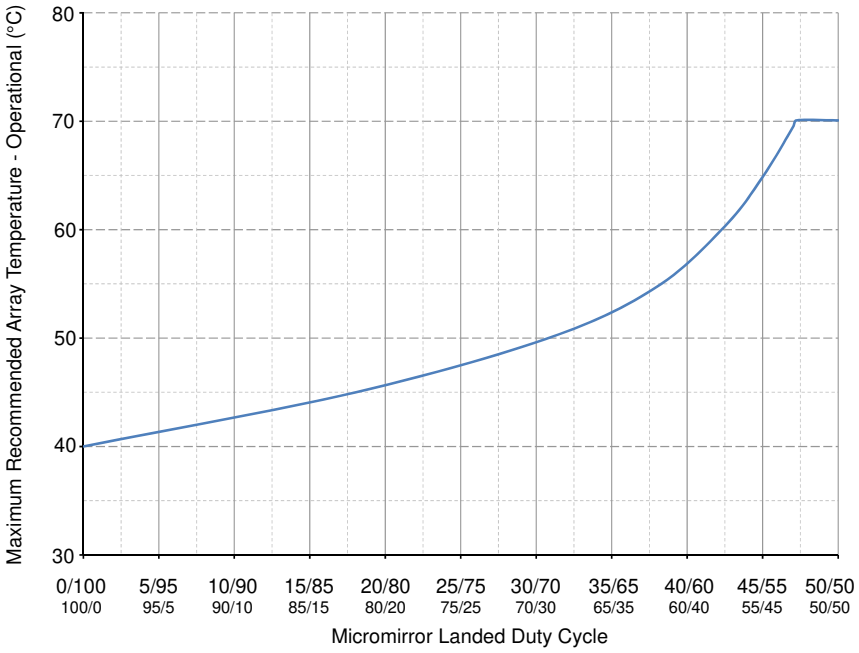
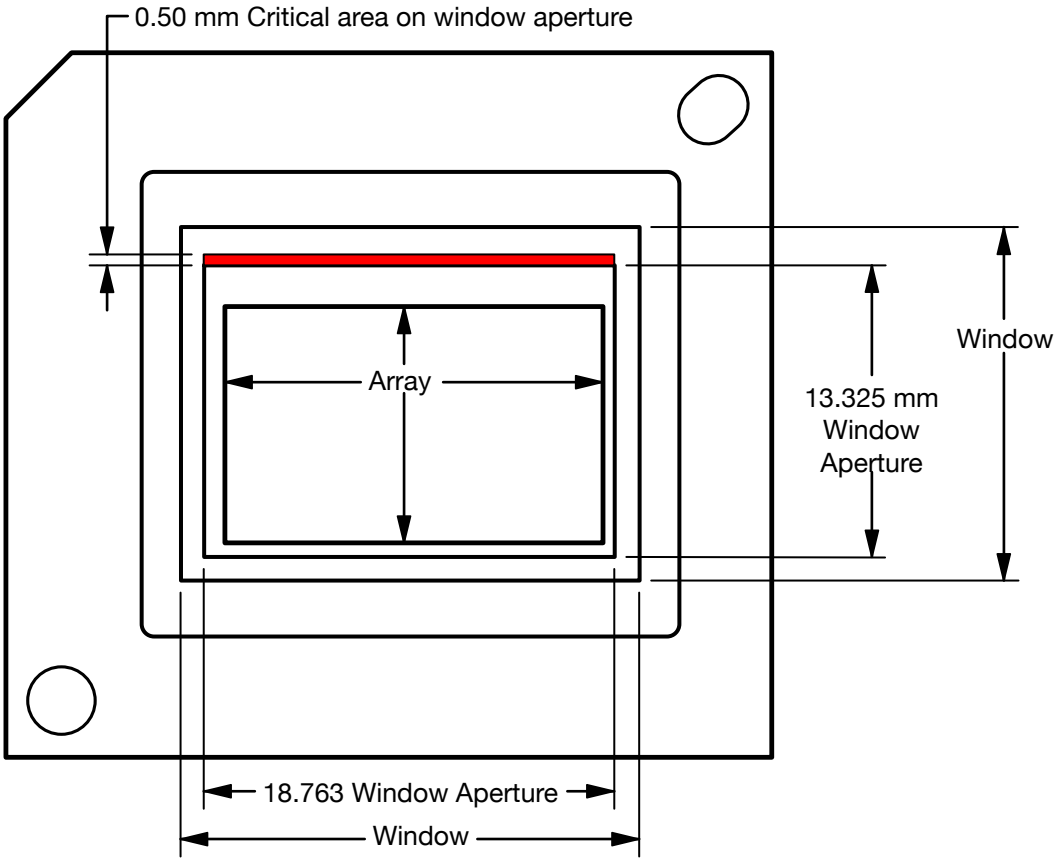

図 5-1. 推奨最大アレイ温度—ディレーティング曲線
図 5-2. イルミネーション オーバーフィル ダイアグラム - クリティカル エリア
(10) 図 5-1 に示すように、最大動作アレイ温度は、最終アプリケーションにおいて DMD が受けるマイクロミラーの着地デューティ サイクルに基づいてディレーティングする必要があります。マイクロミラーのランデッド デューティ サイクルの定義については、「*マイクロミラーのランデッド オン / ランデッド オフ デューティ サイクル*」を参照してください。
(11) 短期は、デバイスの有効寿命全体にわたる合計累積時間です。
(12) デバイスが「高温の露点温度範囲」にない経時的な平均値 (保存や動作を含む)。
(13) 保存時および動作時の高温範囲で露点温度への曝露は、CT_{ELR} の合計累積時間未満に制限されます。
(14) 図 5-2 で定義されている領域に適用されます
(15) DMD のアクティブ領域は、DMD デバイス アセンブリの構造を通常の視界から覆い隠す、DMD ウィンドウ面の内側にある開口部で囲まれています。 開口部は、いくつかの光学条件を想定した大きさになっています。アクティブ アレイの外側を照らすオーバーフィル光は散乱し、DMD を使用する最終アプリケーションの性能に悪影響を及ぼす可能性があります。アクティブ アレイの外部に入射する光の光束を最小限に抑えることが、照明光学システムの設計要件となっています。システムの光学アーキテクチャとアセンブリ許容誤差によっては、アクティブ アレイの外側のオーバーフィル光量がシステム性能の劣化を引き起こす可能性があります。
(16) 計算方法については、「ウィンドウ開口照度オーバーフィル計算」を参照してください。
(17) DMD に入射する最大許容光出力は、規定された各波長範囲における最大光出力密度とマイクロミラー アレイ温度 (T_{ARRAY}) によって制限されます。
(18) 計算については、「マイクロミラー電力密度の計算」を参照してください。